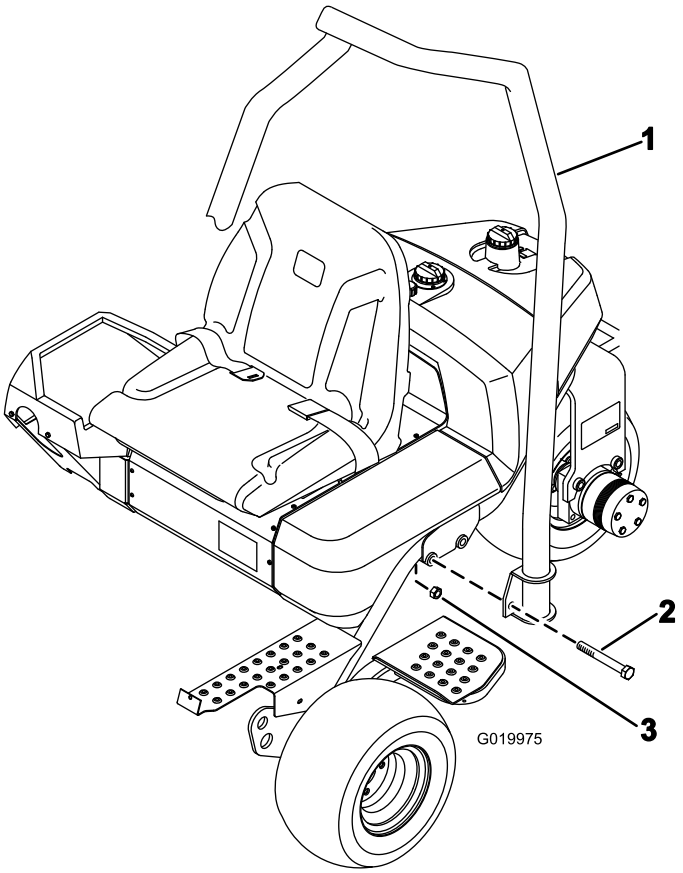

**Figur 7**
1. Placera vältskyddet så att den övre delen av slangen är böjd mot maskinens främre del (Figur 7).
2. Sänk ned vältskyddet på ramen och passa in det mot monteringshålen (Figur 7).
3. Fäst vardera sidan av vältskyddet på ramen med två skruvar (5/8 x 4 1/2 tum) och låsmuttrar i enlighet med Figur 7. Dra åt till 183–223 Nm.